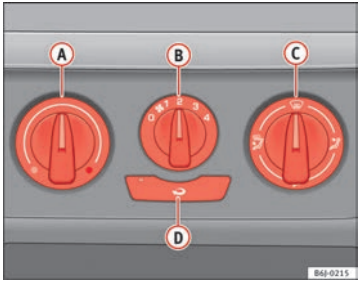

Fig. 99 Heating controls on the dash panel
– Using the controls (A) and (C) and with the switch (B) ⇒ Fig. 99 you can adjust the temperature, the air distribution and the blower speed.
– Press the button (D) to switch air recirculation mode on or off. When the function is activated, a warning light on the button is turned on.